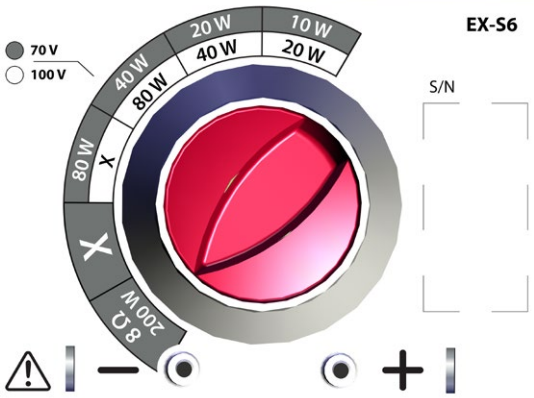

Figure 4. Rotate tap switch
4. The tap switch should be adjusted before you attach the speaker to the bracket. Rotate the switch to the desired setting (Figure 4).